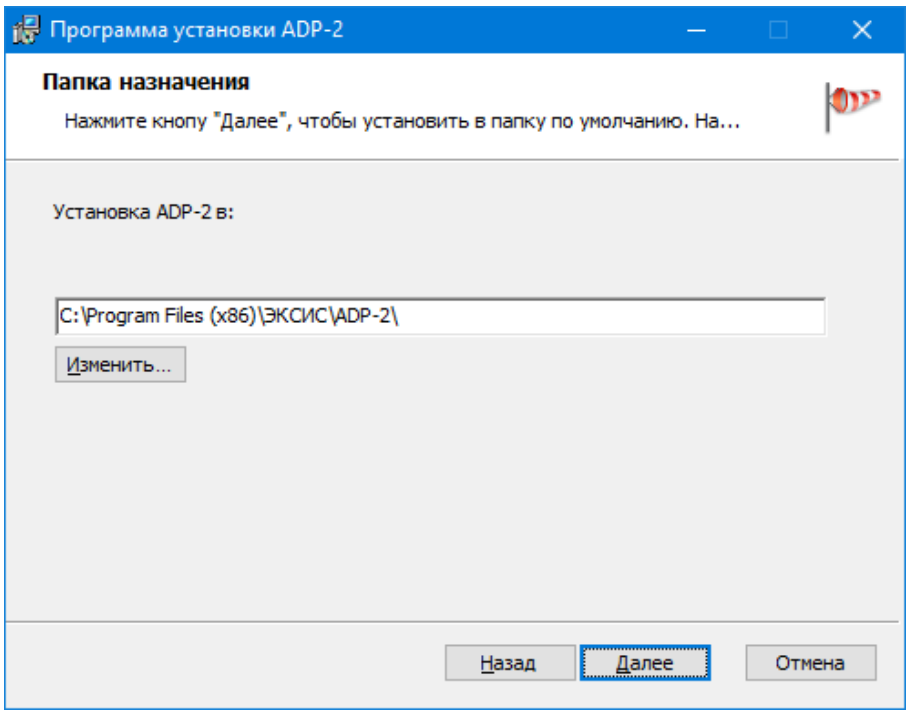

Рис. 2.4 – Выбор места установки программы
3. Выбор места установки программы (рис. 2.4). Программа может быть установлена в любую папку по выбору пользователя.